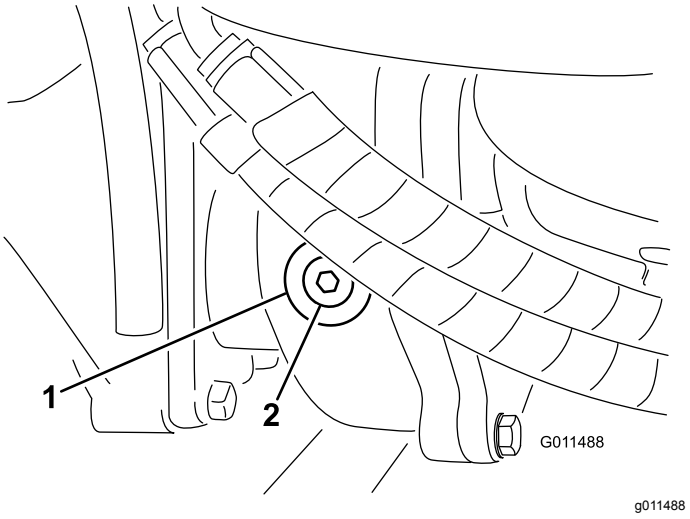

Figuur 95
2. Verwijder de controle/vulplug aan de linkerzijde van de tandwielkast en controleer of de tandwielolie tot aan de onderkant van de opening komt (Figuur 95).